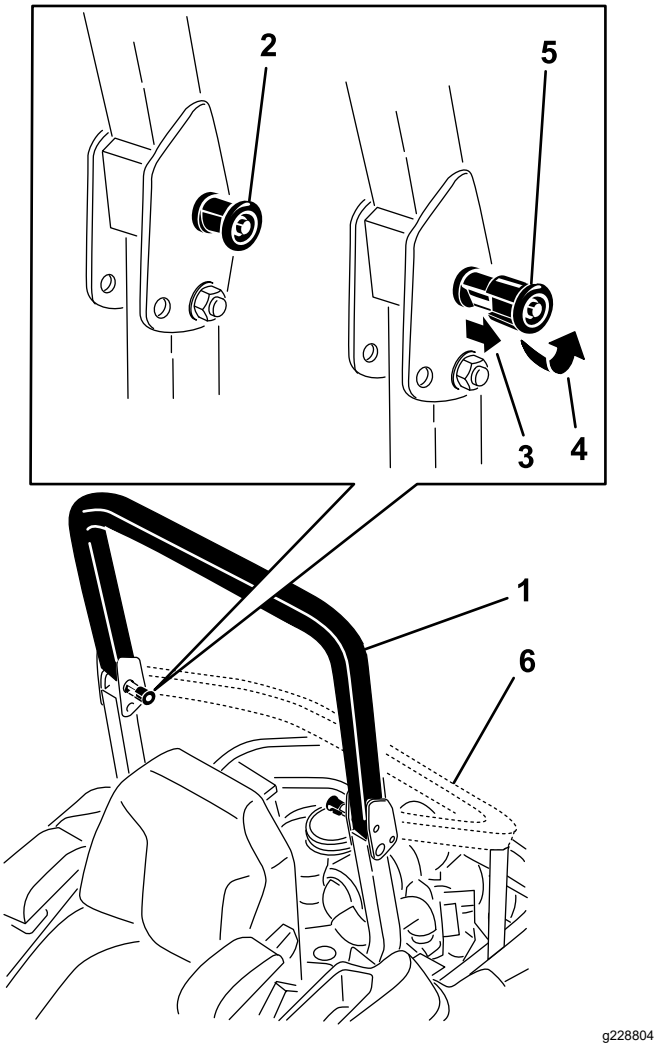
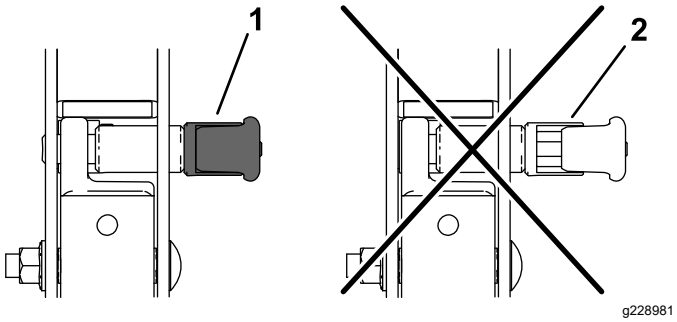

**Figur 70**
**Figur 71**
**Bemærk:** Den øvre bøjle på styrtbøjlen skal muligvis skubbes fremad eller trækkes bagud for at få begge greb helt i (Figur 70 og Figur 71).